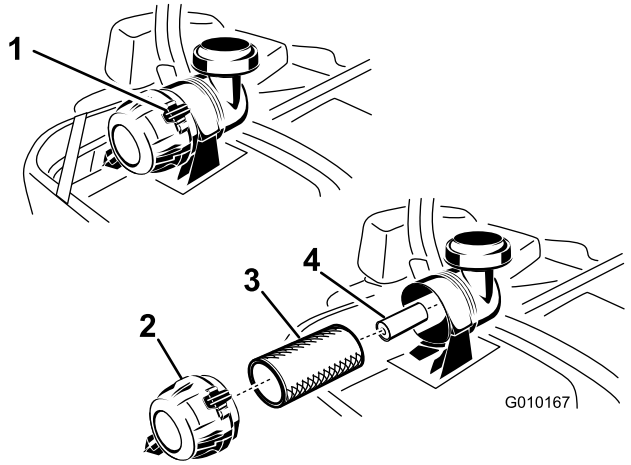

Figura 47
3. Presione hacia abajo para abrir los enganches del limpiador de aire y tire de la tapa del limpiador de aire para separarla de la carcasa del limpiador de aire (Figura 47).
5. Extraiga con cuidado el filtro primario del cuerpo del limpiador de aire (Figura 47). Evite golpear el filtro contra el lado de la carcasa.
1. No limpie el filtro de papel, cámbielo (Figura 47).
2. Si va a cambiar el filtro secundario, deslícelo cuidadosamente en el cuerpo del filtro (Figura 47).
3. Deslice cuidadosamente el filtro primario por encima del filtro secundario (Figura 47). Asegúrese de que está bien asentado empujando sobre el borde exterior del filtro mientras lo instala.
4. Instale la tapa del limpiador de aire y gírela hasta que los enganches la bloqueen en su sitio (Figura 47).